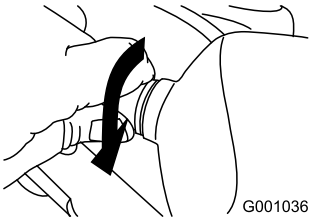

Rysunek 59
5. Przekręć podstawę żarówki do oporu w prawo (Rysunek 59).